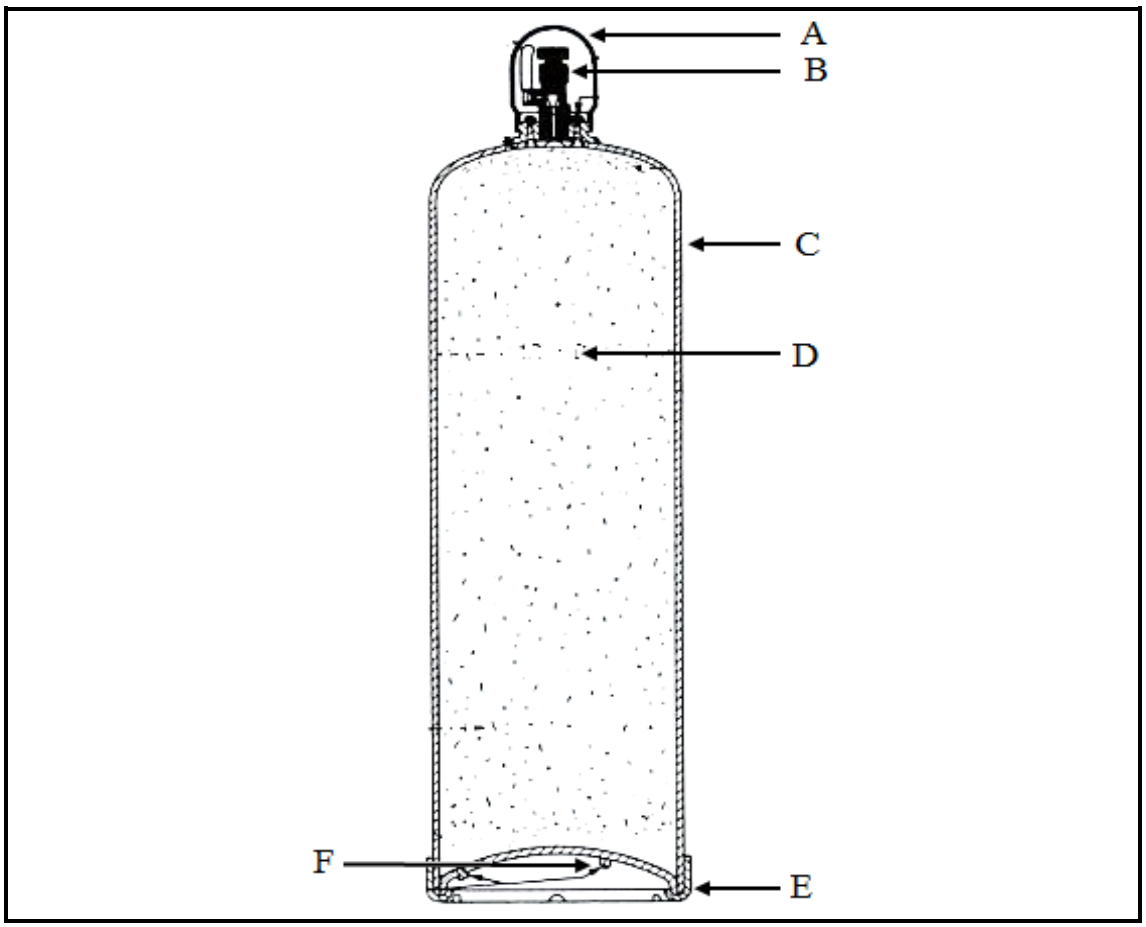

FIGURE 3
7.1 FIGURE 3 shows a cross-sectional view of an acetylene cylinder. Name the parts indicated and write only the answer next to the letter (A–F) in the ANSWER BOOK.